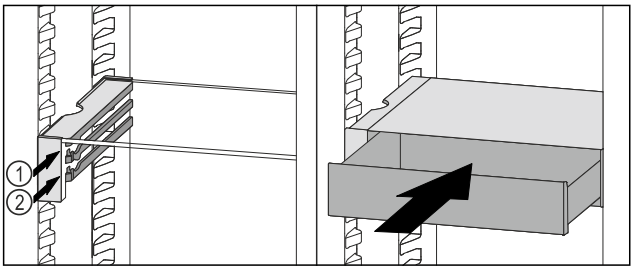

Fig. 136
▶ VarioSafe-Schubfach hinter den Stoppern auf gewünschter Rippe *Fig. 136 (1)* oder *Fig. 136 (2)* aufsetzen.